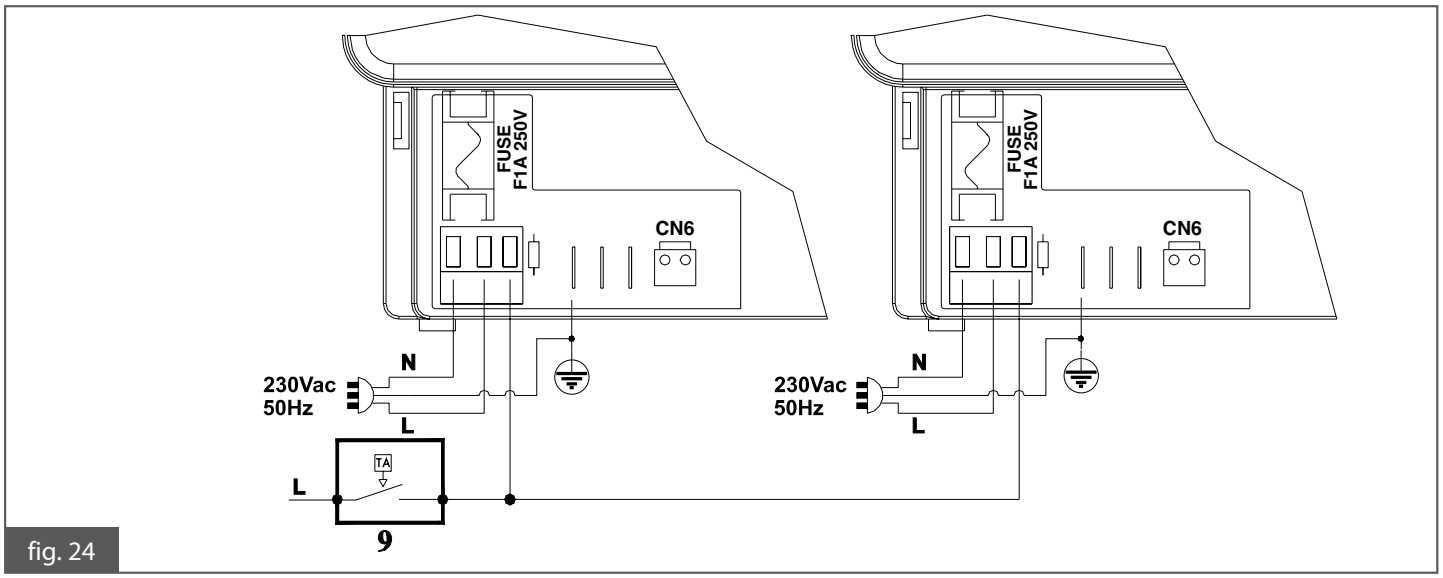

fig. 24
- Conectar los bornes 3 de los diferentes aparatos entre sí (fig. 24).